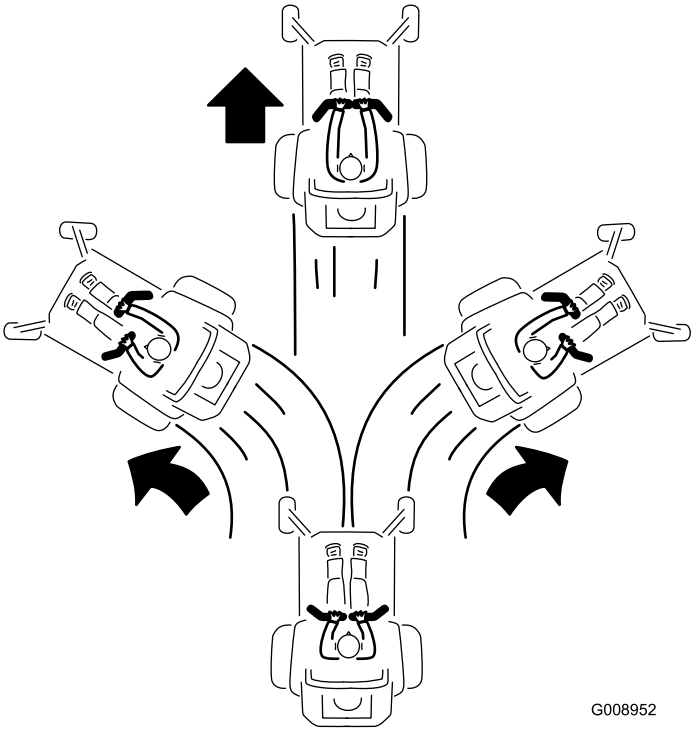

Figur 24
3. Skyv bevegelsekontrollspakene forsiktig forover for å gå fremover (Figur 24).